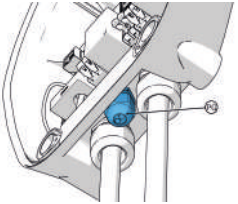

Abb. 3a
- Für **Dazebox C**, dargestellt in Abbildung 3a und 4a, muss das geschirmte Netzwerkkabel durch ein Loch im Kabelverschraubungselement (PG) geführt werden, indem der Blindboden mit einem Schraubenzieher durchbrochen wird. Diese Kabelverschraubung hat zwei Blindlöcher Ø5 mm, eines ist für den Power Manager vorgesehen, das andere für das Bipolarkabel der Auslösespule (siehe Installationshandbuch Dazebox C).